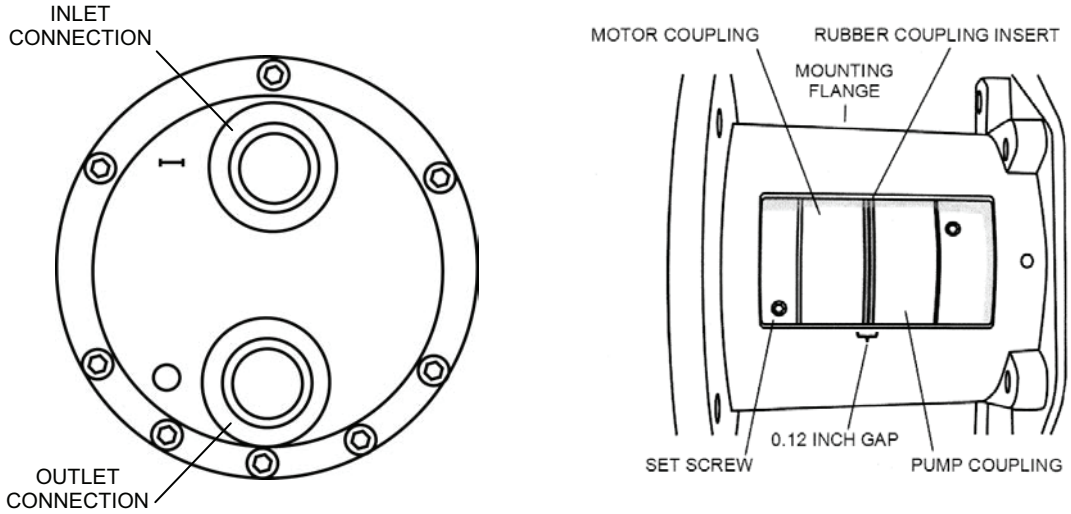

Figure 19. Pump Inlet and Outlet Connections.
d. Position the pump with the inlet (stamped “I” on the port flange) at the top and the outlet (stamped “O” on the port flange) at the bottom (see Figure 19).
g. Check that there is a 0.12 in. (3mm) gap between the motor and pump couplings (see fig. 19). Move the motor coupling as necessary to check that the coupling insert is not pinched or compressed.